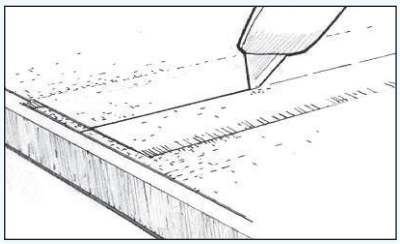

Bild 26: Skär bort väven som överlappar efter att epoxin har gelat.
b) Skär igenom båda vävlagren med en vass mattkniv eller liknande (bild 26). Var ytterst noga med att inte skära för djupt!